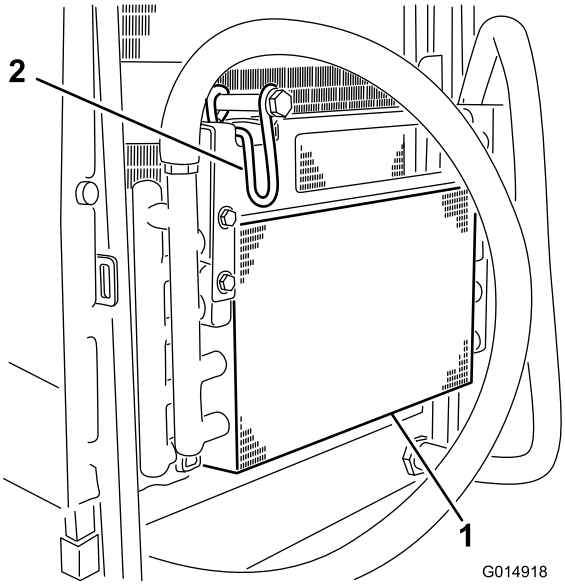

Figur 59
6. Drej låsehåndtaget indad, så oliekøleren løsgøres (Figur 59).